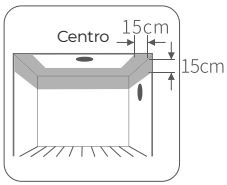

Figura 1
5. El detector debe colocarse **entre 15 y 30 cm del rincón**, y **nunca a menos de 15 cm**, tal como se muestra en la **Figura 1**.